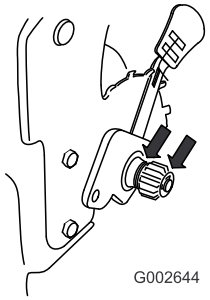

Bild 37
2. Tragen Sie Schmieröl auf die Innen- und Aussenseiten des Getriebes auf, wie in Bild 37 gezeigt.